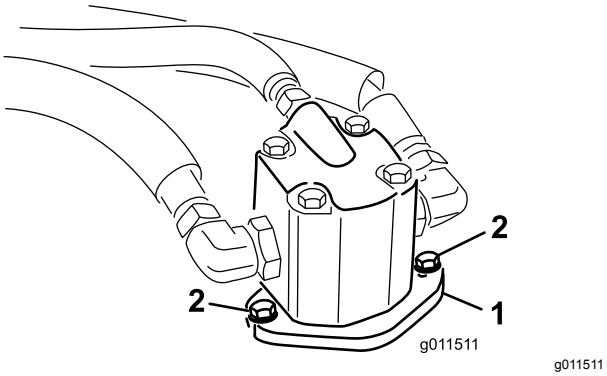

Figur 76
4. Avlägsna de bultar som fäster hydraulmotorn på klippdäcket (Figur 76).